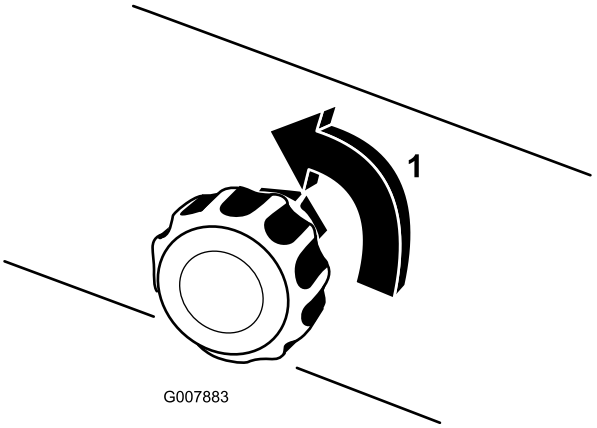

Figura 30
5. La primera vez que utilice el sistema, abra la válvula de ajuste de densidad de la espuma entre 1/8 y 1/4 vuelta (Figura 30).